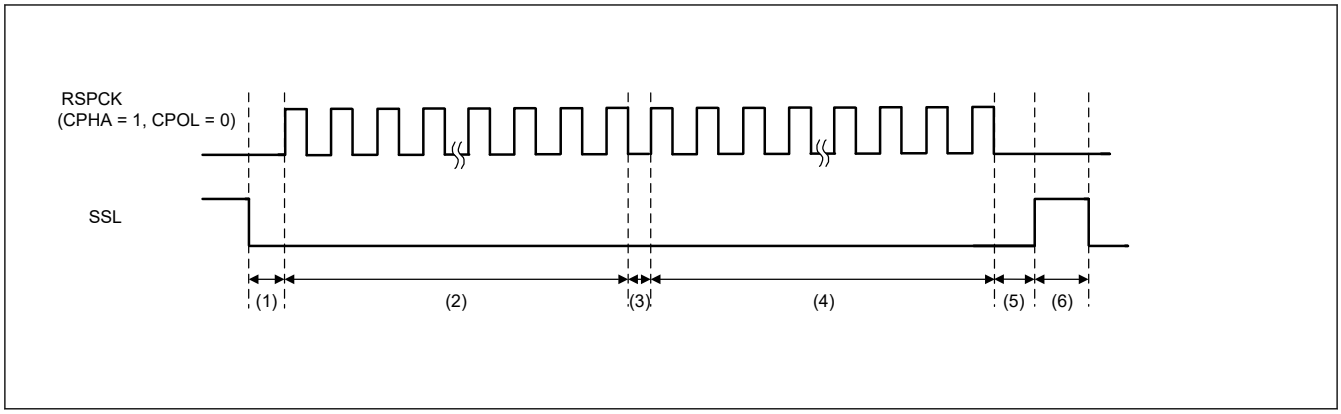

図 28.47 SSLKP ビットを利用したバースト転送の動作例 (BFDS = 1)
図 28.47 に SPCMD0 および SPCMD1 レジスタの設定値を使用してバースト転送を実現した場合の SSL 信号の動作例を示します。以下では、図 28.47 に示す (1)～(6) の SPI の動作内容について説明します。SSL 出力信号の極性は、SPI スレーブ選択極性レジスタ (SSLP) の設定値に依存します。